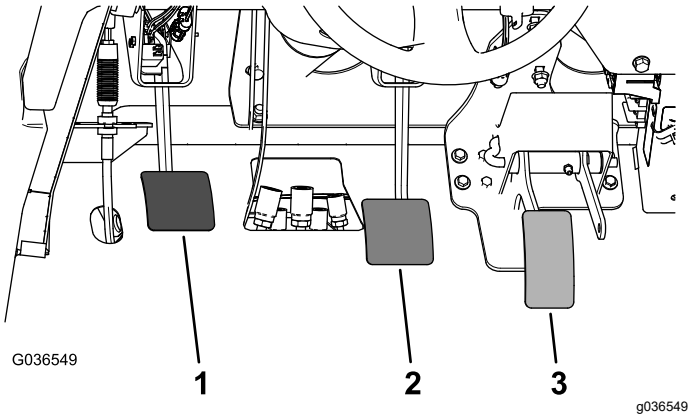

Figura 61
2. Tire hacia arriba del pedal de freno (Figura 61) hasta que entre en contacto con el bastidor.
3. Afloje las contratuercas que fijan la horquilla al eje del cilindro maestro (Figura 61).